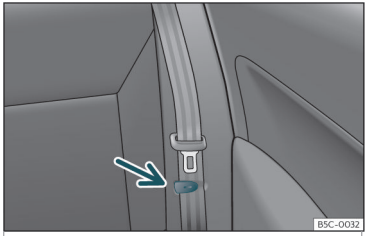

Fig. 101 Asiento trasero: pinza para sujetar el cinturón de seguridad.
- Coloque los cinturones de seguridad laterales en la pinza del revestimiento ››› **fig. 101**.